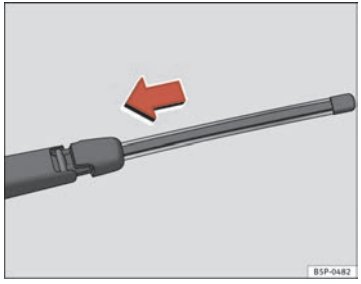

Fig. 171 Mount rear window wiper blade
– Place the blade as shown in the ⇒ page 238, fig. 171 and slide the adapter along until it fits into place.